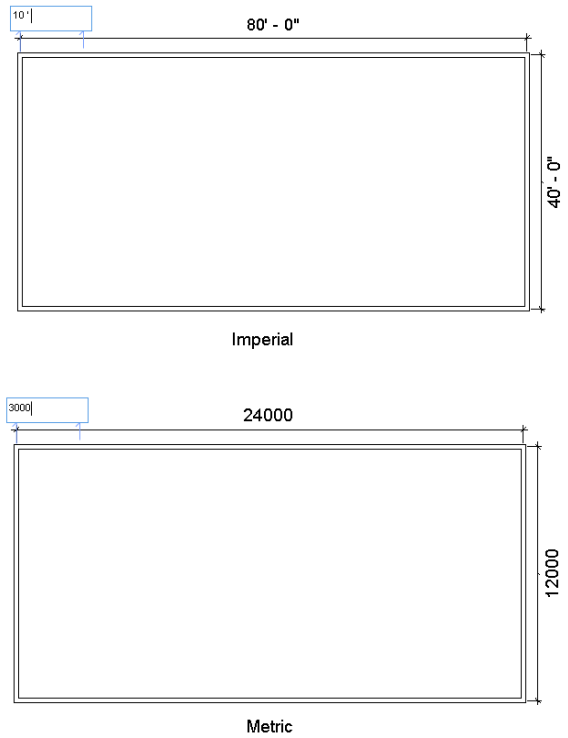

Figure 3-65 *Specifying the distance for starting the first interior wall segment*
1. Move the cursor near the top left end of the wall and then start moving the cursor horizontally toward the right. Enter **10’0”** for Imperial or **3000 mm** for Metric when the temporary dimensions and the intersection object snap appear, as shown in Figure 3-65. Now, press ENTER; the starting point of the first interior wall is specified.